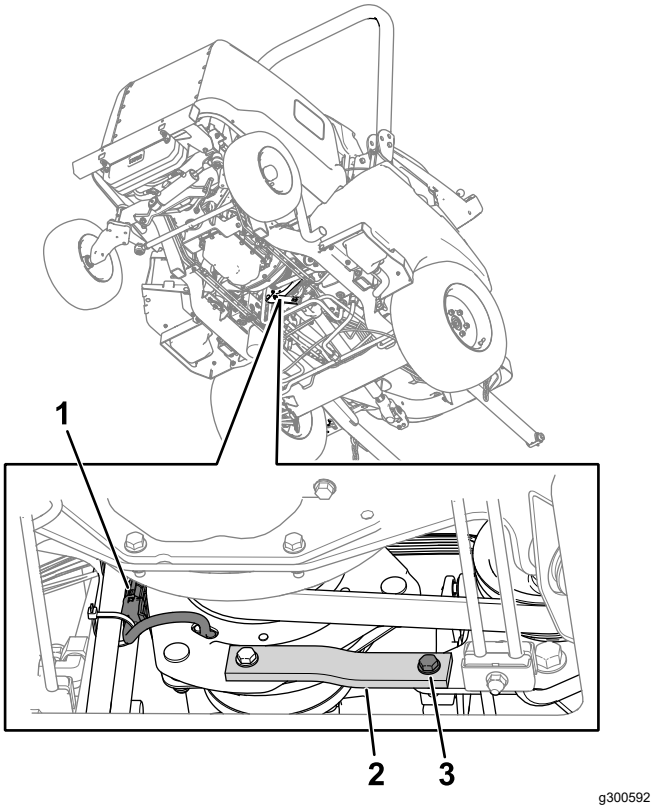

**Figuur 75**
2. Koppel de connector van de kabelboom van de koppeling los van de machinekabelboom (Figuur 75).
3. Verwijder de bout, ring en moer van de rubberen band (Figuur 75) op het frame.